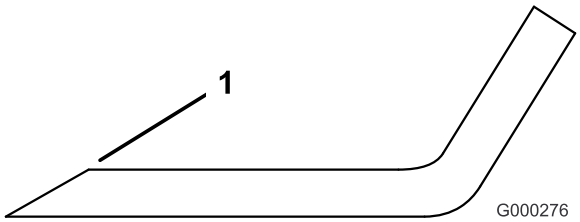

Figur 91
1. Slipa eggarna i båda ändar av kniven med en fil (Figur 91). Behåll ursprungsvinkeln. Kniven behåller balanseringen om samma mängd material avlägsnas från båda eggarna.